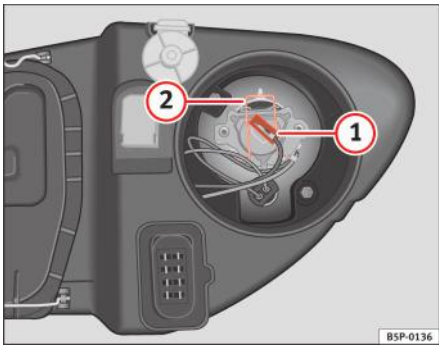

Fig. 187 Farurile fază lungă
– Scoateți conectorul ⇒ fig. 187 (1) din bec.
– Deconectați resortul de fixare ⇒ fig. 187 (2) apăsându-l în interior şi către dreapta.